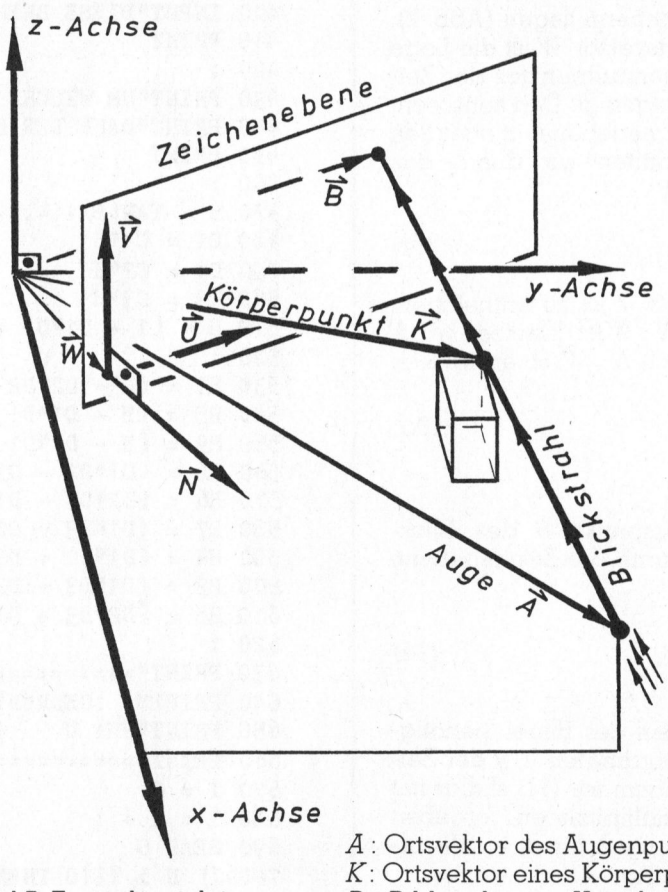

Bild 7: Zentralprojektion
Von einem Beobachtungspunkt A (Auge des Beobachters) wird ein Körper betrachtet (Abb. 7). Der Blickstrahl von A zum Körperpunkt K durchstösst im Bildpunkt B die Zeichenebene. Der Blickstrahl wird durch die Geradengleichung
kann jeder Punkt der Zeichenebene dargestellt werden. Hierbei sind U, V nicht parallele Einheitsvektoren, die in der Zeichenebene liegen (Abb. 7). Durch den Ortsvektor W ist die Lage des Koordinatennullpunktes der Zeichenebene festgelegt. Den senkrecht auf der Zeichenebene stehenden Vektor N erhalten wir durch das Vektorprodukt
Aus der Abb. 7 ist zu entnehmen, dass $N \cdot B = N \cdot W$ ist. Ersetzen wir $N \cdot B$ in (10) durch $N \cdot W$, so ergibt sich mit